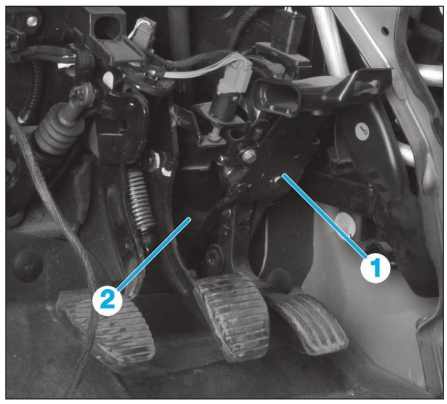
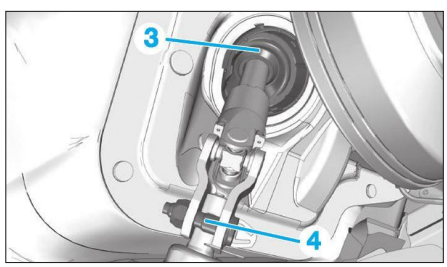
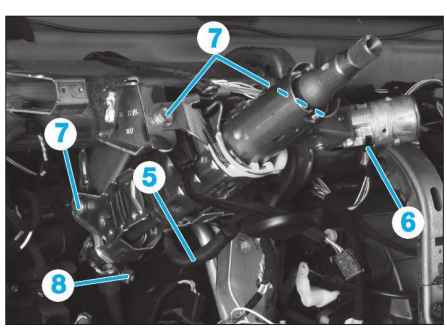

Fig. 5
Fig. 6
Fig. 7
*Il est possible de seulement déposer la partie supérieure de la colonne de direction **(Fig.7)**. Pour cela, déposer la vis (8) de l'axe intermédiaire de la colonne de direction.*
• Déposer l'ensemble pédale accélérateur (1) **(Fig.5)**.
• Dégrafer le joint situé derrière la pédale d'accélérateur (2).
• Dégrafer le joint (3) (côté compartiment moteur) **(Fig.6)**.
• Déposer la vis et l'écrou (4).
• Dégrafer le faisceau électrique (5) **(Fig.7)**.
• Débrancher le connecteur (6) de l'antivol de direction.
• Déposer les vis de fixation (7) puis la colonne de direction.